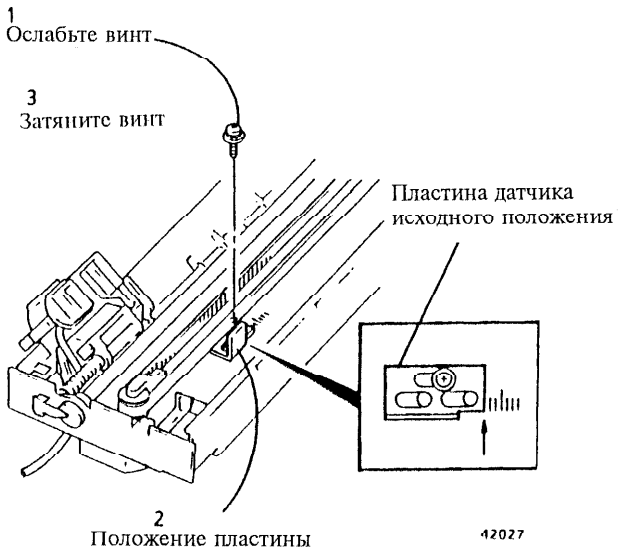

Рис. 1 Позиционирование пластины датчика исходного положения
1. (Рис. 1): Установите пластину датчика исходного положения так, чтобы ее правый край совпадал с самой левой меткой выравнивания (третья линия от центра).